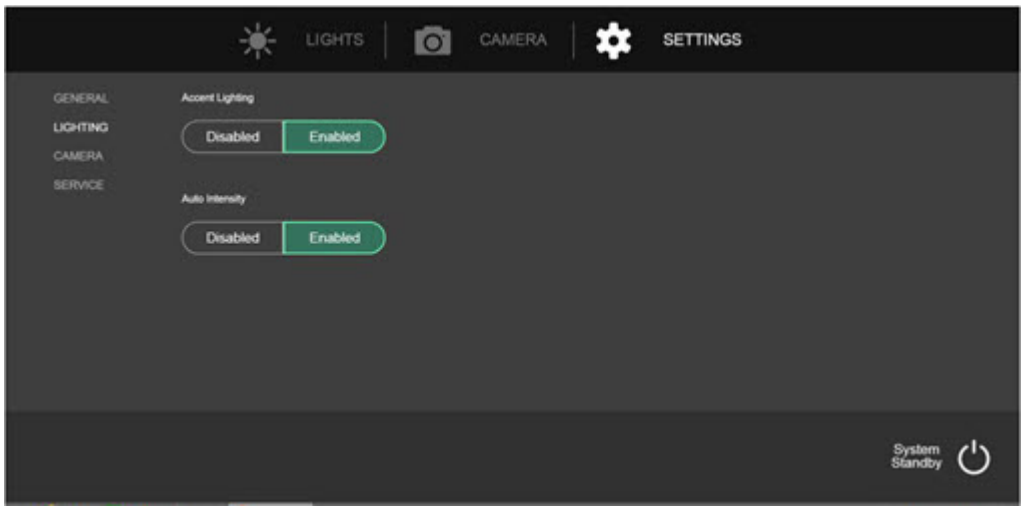

Figura 6-42. Intensidad automática
1. Pulse el botón Configuración en el IWC. Consulte la *Figura 6-42*.